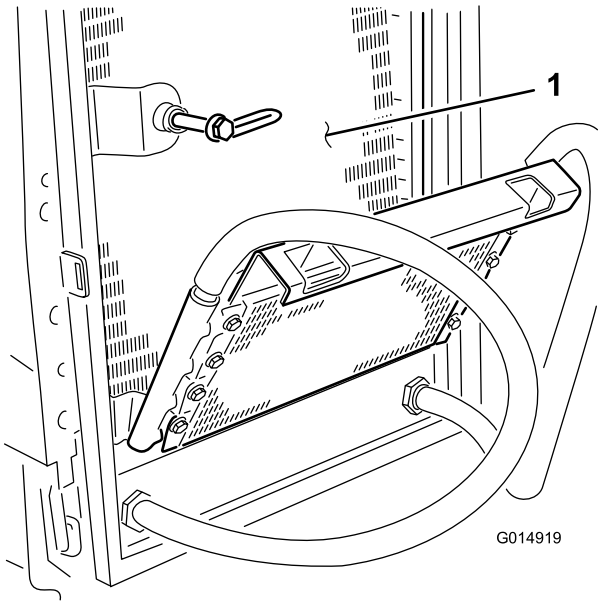

Figura 44
8. Limpe cuidadosamente ambos os lados do refrigerador do óleo. Depois de o radiador e refrigerador do óleo serem cuidadosamente limpos, limpe qualquer detrito que se possa encontrar nas outras partes da máquina (Figura 44) utilizando ar comprimido.